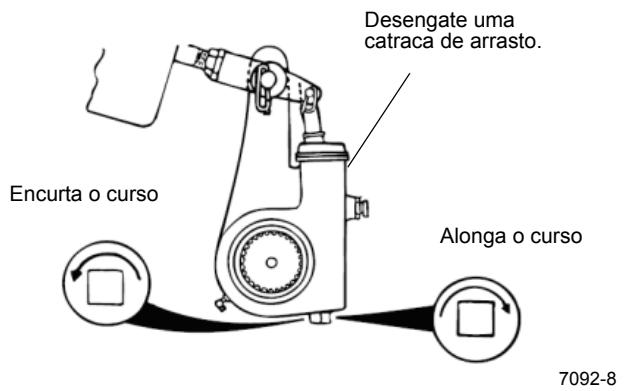

FIGURA 8-33
Consulte as Figura 8-32 e Figura 8-33, Medição do curso livre. A catraca de arrasto devem estar desengatada antes de girar a porca de ajuste. Os dentes da catraca se danificarão se não estiverem desengatados. Force a catraca de arrasto em pelo menos 0,8 mm (0.0313 pol.) para desengatar os dentes. Quando o pé-de-cabra for removido, a catraca de arrasto voltará a engatar imediatamente.
14. Desengate a catraca de arrasto (Figura 8-33).
15. Gire a porca de ajuste aproximadamente 3,1 mm (0.1250 pol.) na direção necessária e meça novamente o curso. Continue este processo até que o curso fique dentro dos limites (Figura 8-33).